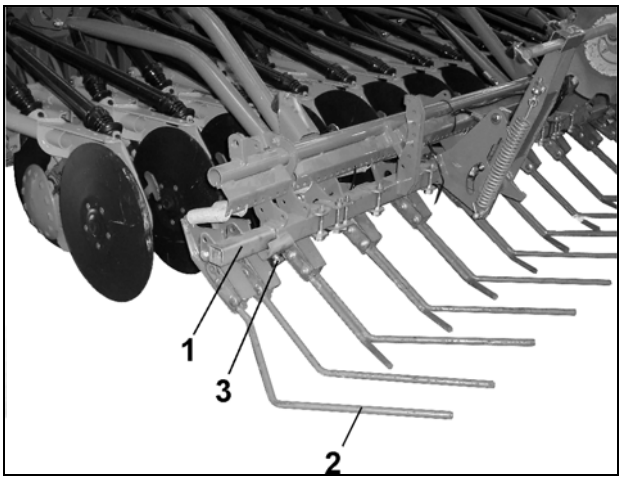

図 27
精密ハロー（図 27）は、溝に撒かれた種子に均等にほぐれた土をかけ、その後土壌を平らにします。以下の設定が可能です。
- 外側のハロー（図 27/2）は、土壌が元にもどり、轍のない苗床が作られるように設定してください。
- 走行速度が早ければ早いほど、スクエアチューブ（図 27/1）は更に外側に閉じられます。
- スクエアチューブは外側のハローで各設定後、クランプネジ（図 27/3）で固定してください。